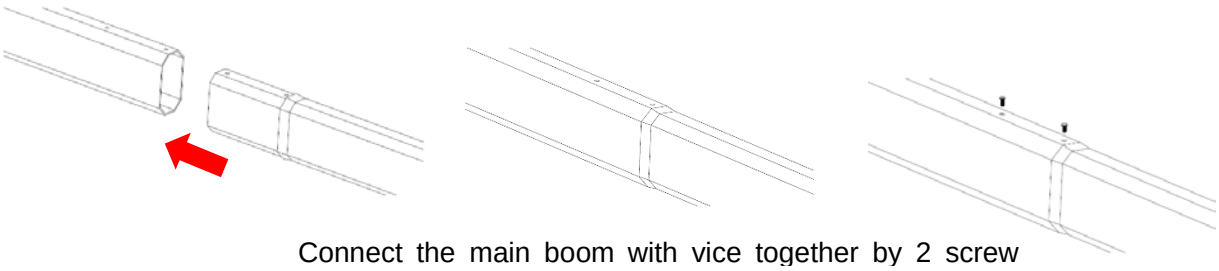

Figure 3-1
2) Install the booms. (If your purchase is PB3010L/R, there will be only one boom. If your purchase is PB3030L/R or PB 3060L/R there will be a main boom and a vice boom which need to be connected together. See figure 3-1.)